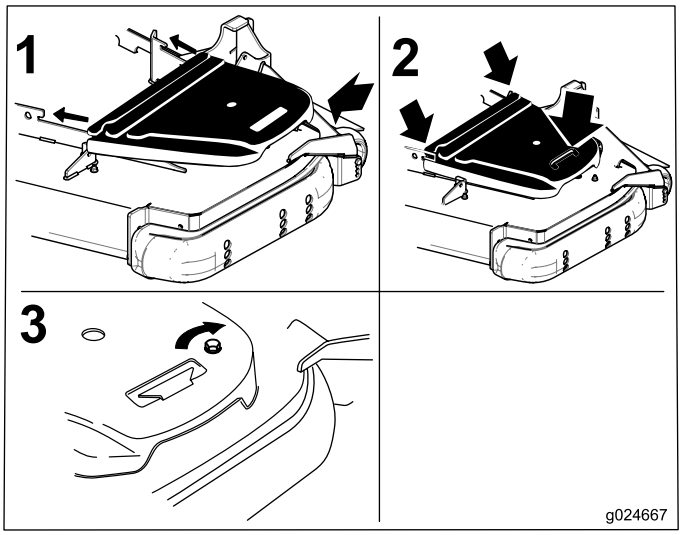

Figur 72
12. Monter remskærmene (Figur 72).